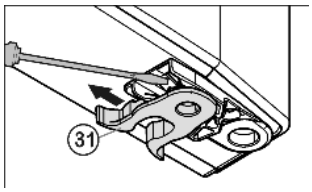

Fig. 6
- ▶ Permuter la pince élastique *Fig. 6 (31)* : appuyer sur l'ergot puis retirer la pince élastique.